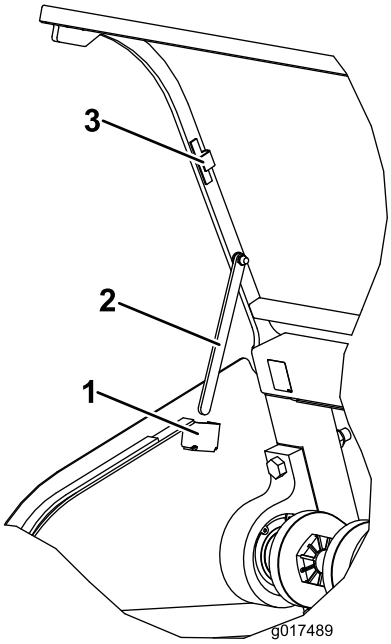

Figur 34
3. På hver side av panseret, drei støttestangen ned fra den magnetiske oppbevaringsbraketten, og før den inn i støttestanghekten (Figur 34).